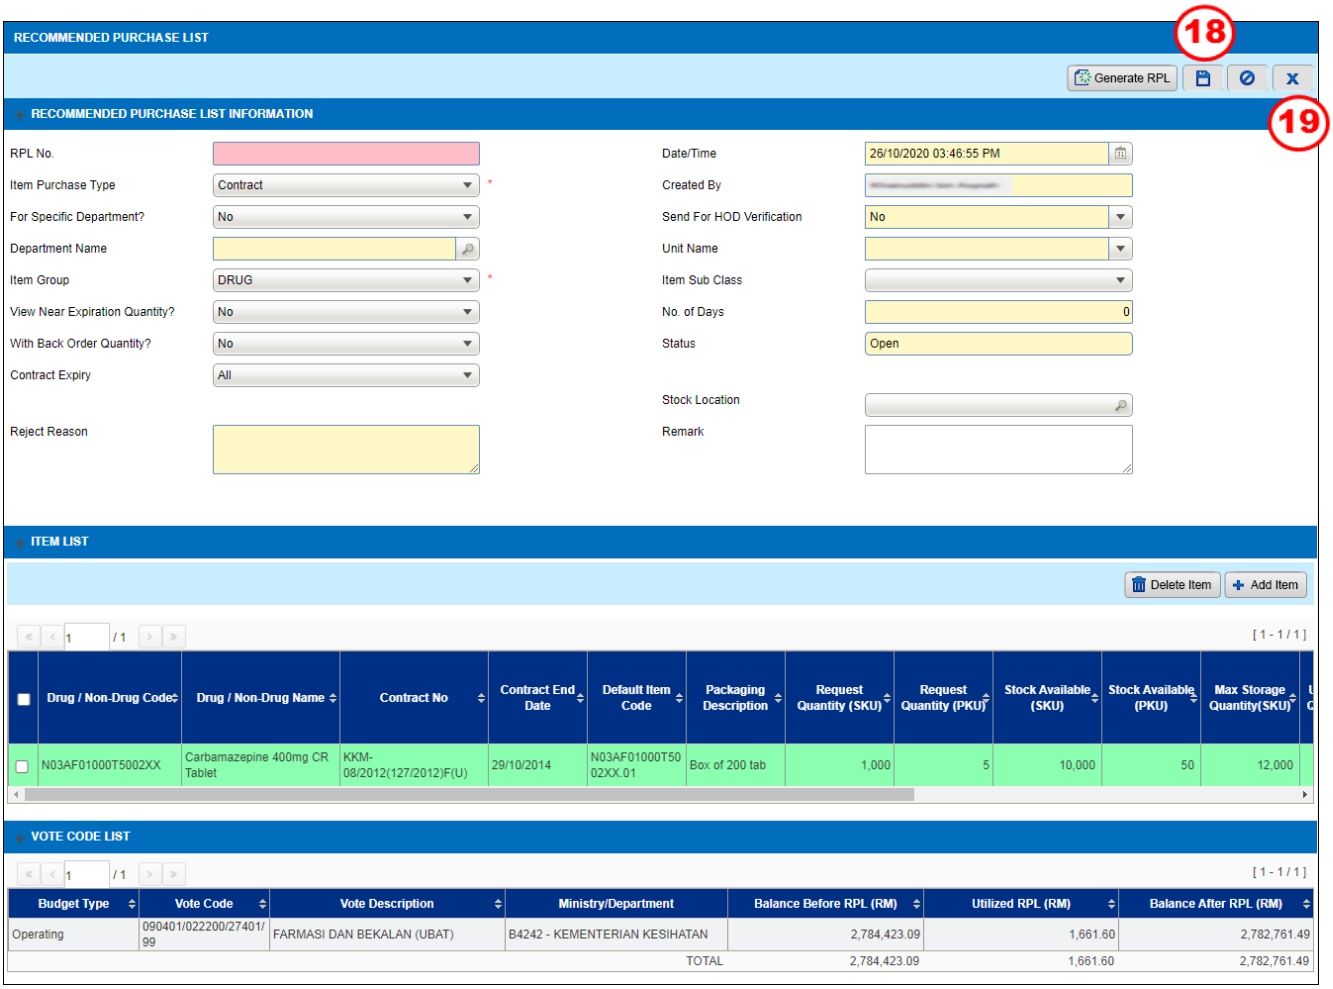

Figure 3.2-9 Save Record
- *User will be redirected to the Recommended Purchase List Information screen as shown in Figure 3.2-9*